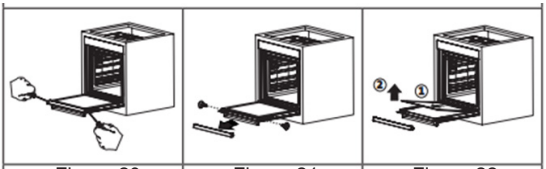

Figure 20	Figure 21	Figure 22
2. Remove the screws on the left and right side as shown in figure 20. Remove the profile by pulling it towards you as shown in figure 21. Glass is free after the profile is removed as shown in figure 22. Carefully pull the glass that has become free toward you. If necessary, the central glass can be removed in the same way. The outer glass is fixed to the oven door profile. You may easily clean the glass after it has been separated. Once the cleaning and maintenance is complete, you may